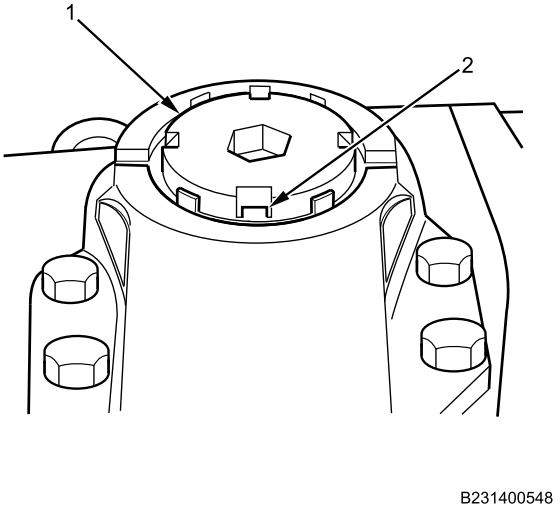

Figure 2. Pitman Arm Retainer.
3. Use a small punch and hammer to bend retaining tabs (Figure 2, Item 2) out of retainer (Figure 2, Item 1).